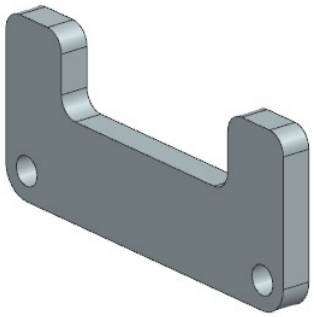

Figure 2-73 *Extruded model for Tutorial 2*
7. Press the Ctrl+B keys; the **Class Selection** dialog box is displayed. Select the sketch of the extruded feature to hide it. Next, choose the **OK** button from the dialog box. Figure 2-73 shows the extruded feature after hiding its sketch.